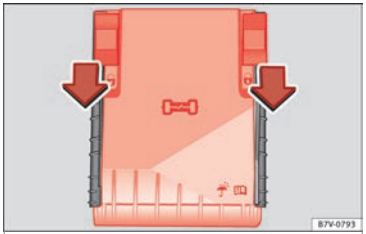

Fig. 208 In the engine compartment: fuse box cover
- Move the attachment tabs forwards, in the direction indicated by the arrow to release the fuse box cover ››› **Fig. 208**.